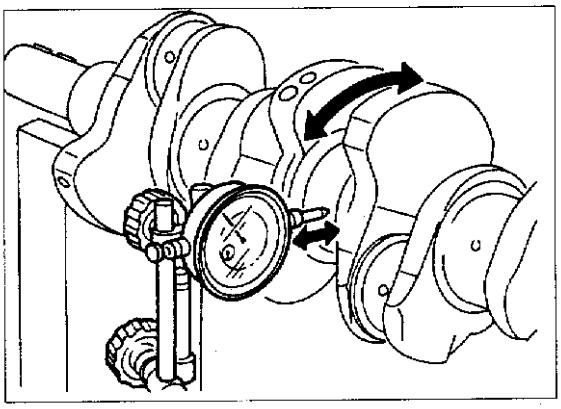

图2-9-16
c. 见图2-9-16,测量曲轴径向跳动。径向跳动极限值为0.10mm。